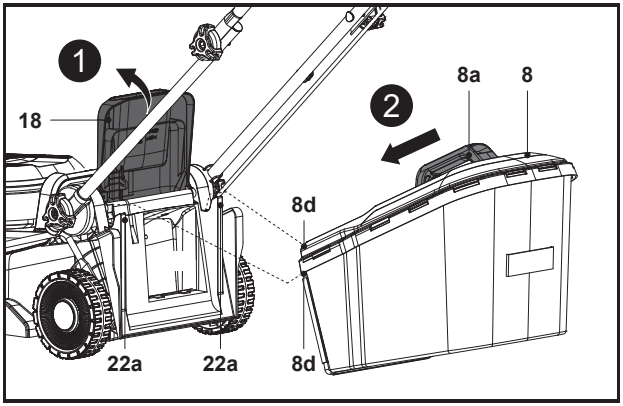

Rys. 7
4. Otworzyć i przytrzymać tylną osłonę deflektora (18) (rys. 7, krok 1).
5. Przenosić kosz na trawę (8) za uchwyt do noszenia (8a).
6. Wyrównać dwa zaczepy kosza na trawę (8d) z otworami (22a) i zawiesić na nich kosz (8) (rys. 7, krok 2).
7. Następnie ostrożnie opuścić tylną osłonę deflektora (18).